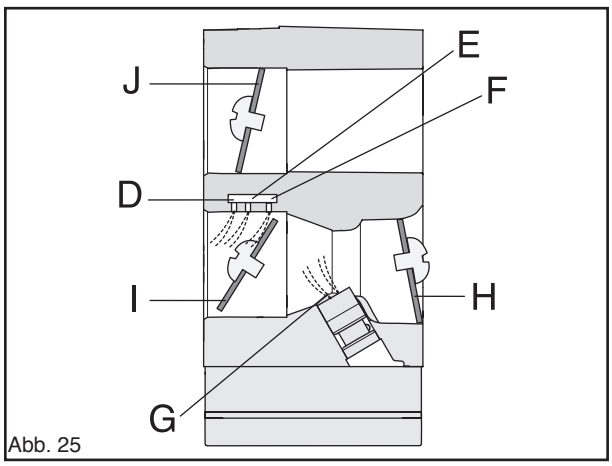

Abb. 25
Bei einem Kaltstart ist die Chokeklappe (H) vollständig geschlossen. Dadurch steigt der Unterdruck im Vergaser und Kraftstoff wird aus allen Verteilern leichter angesaugt (D, E und F). Die Gasklappe (I) ist teilweise geöffnet. Die Gasklappe (J) ist geschlossen. (Siehe Abb. 25.)